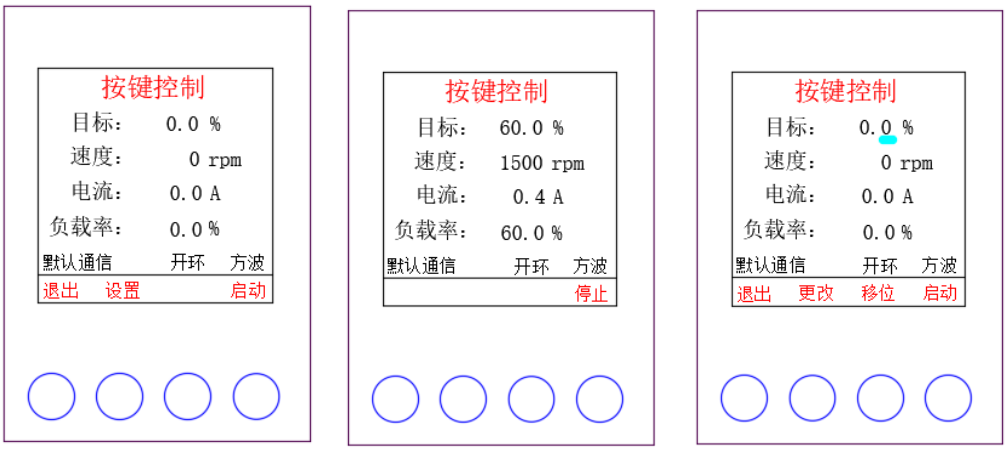

图 6.44 按键开环控制各界面
- 按液晶屏上的操作指引可启动电机运行、停止电机运行、设置目标。如图 6.44。